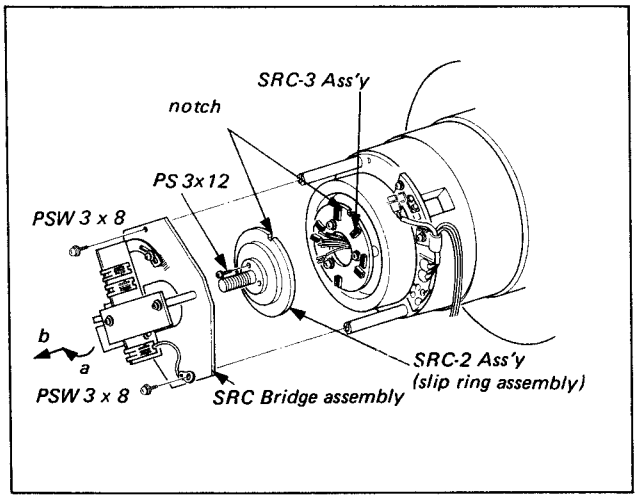

Fig. 5-18. Slip Ring Replacement
1. Remove the two PSW 3x6 screws that secure the SRC Briges assembly. To prevent the brush damage, move the SRC Bridge assembly slightly in the direction "a", then remove it in the direction "b" as shown in Fig. 5-18.